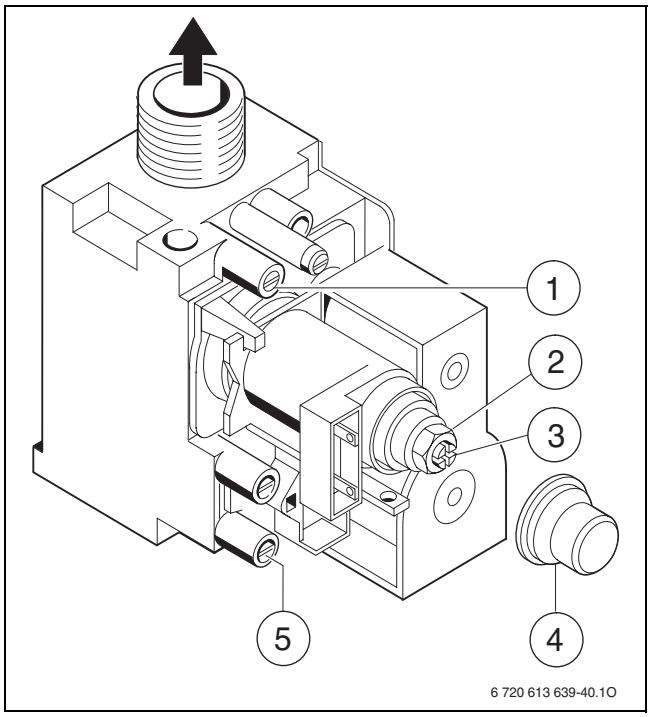

Fig. 32
- Allentare la vite di tenuta sull'attacco di misurazione per la pressione agli ugelli (1) e collegarvi il manometro gas (→ fig. 32).
- Rimuovere il sigillo in plastica (4).